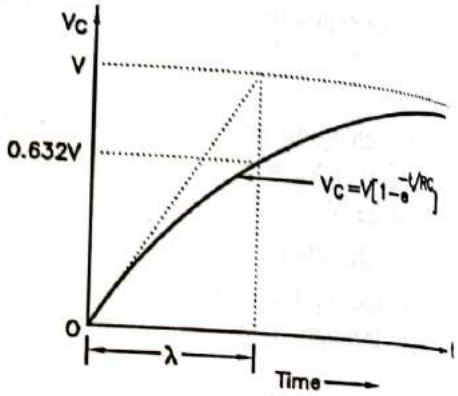

**FIG. 1.180 : RELATION BETWEEN $V_c$ AND TIME**
- It is represented graphically in Fig. 1.180.